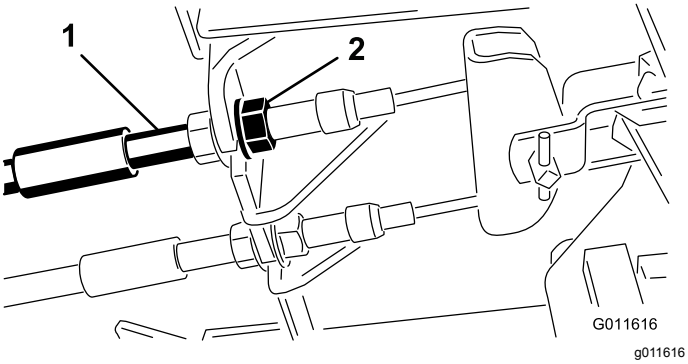

Figur 87
1. Dra åt bromsarna genom att lossa den främre muttern på bromskabelns gängade ände för att minska bromspedalernas spel (Figur 87).